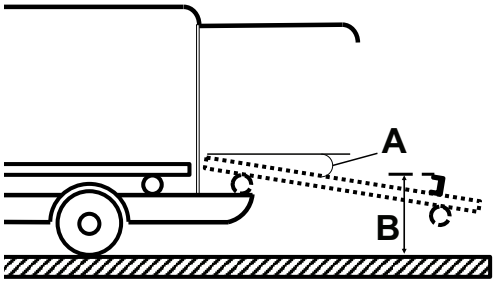

Figura 14 – Specificații pentru placa de prindere și tava de încărcare
- Unghiul (A) al tăvii de încărcare nu depășește 16° (Figura 14)
- Înălțimea (B) de la vârful plăcii de prindere la sol este între 28,0” (71,1 cm) și 29,4” (74,7 cm) (Figura 14)